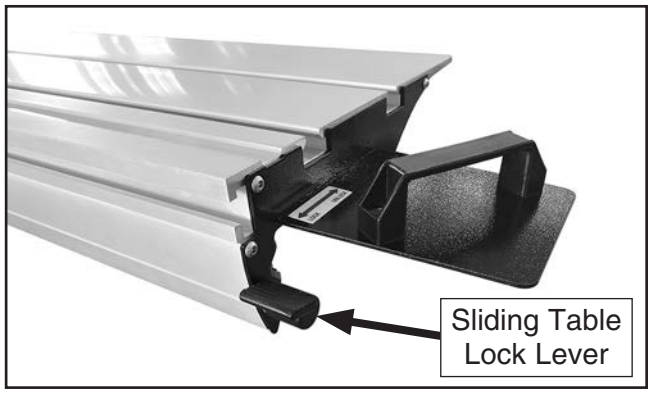

Figure 110. Location of sliding table lock lever.
2. Lock sliding table in place with table lock lever (see **Figure 110**).